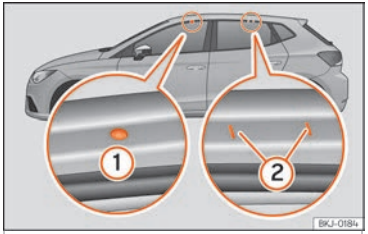

Fig. 121 Attachment points for the roof railings for the roof carrier system.
The front and rear attachment points (1) and (2) are only visible when the doors are open ››› Fig. 121.